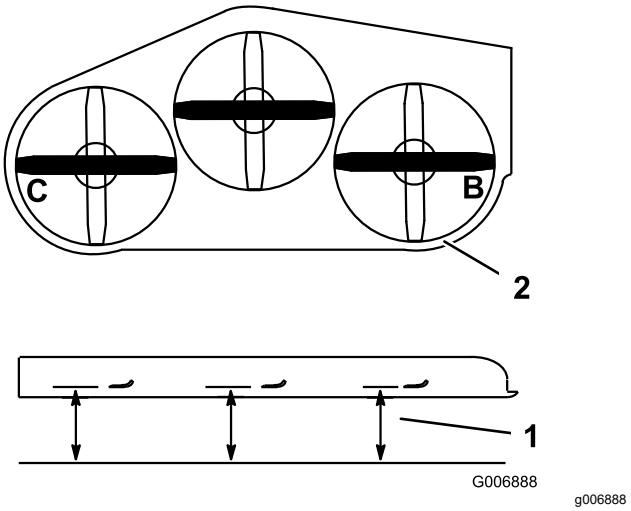

Figuur 110
1. Zet het **rechter** maaimes in de horizontale stand (Figuur 110).
2. Meet het rechtermes bij punt **B**. Meet de afstand tussen een horizontaal oppervlak en de snijrand van het maaimes (Figuur 110).
4. Zet het linker maaimes horizontaal (Figuur 110).
5. Meet het linker mes bij punt **C** (Figuur 110). Meet de afstand tussen een horizontaal oppervlak en de snijrand van het maaimes.